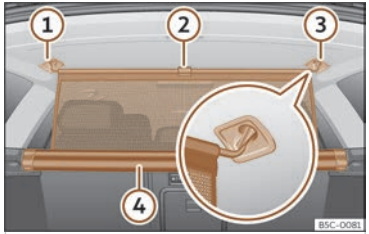

Fig. 195 Dans le coffre à bagages : accrocher le filet de séparation.
- Tirez la languette ››› **fig. 195** ② vers le haut pour sortir le filet du boîtier ④.
- Attachez le filet de séparation au côté droit ou gauche ③ (image élargie).
- Attachez le filet de séparation dans le logement de l'autre côté ① en étirant la tringle.